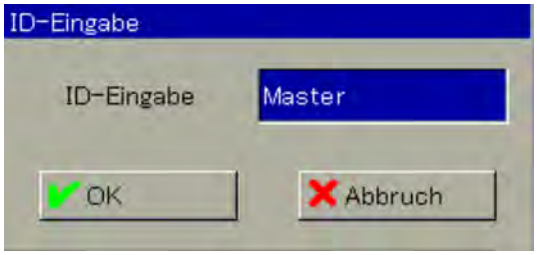

Abb. 96: Benutzeranmeldung
2. Falls Sie die Demoversion des Ecolab PC-Setup-Programms nutzen, geben Sie als Benutzer-ID „Demo“ ein und bestätigen Sie mit „OK“. (Siehe Abb. 96 .)